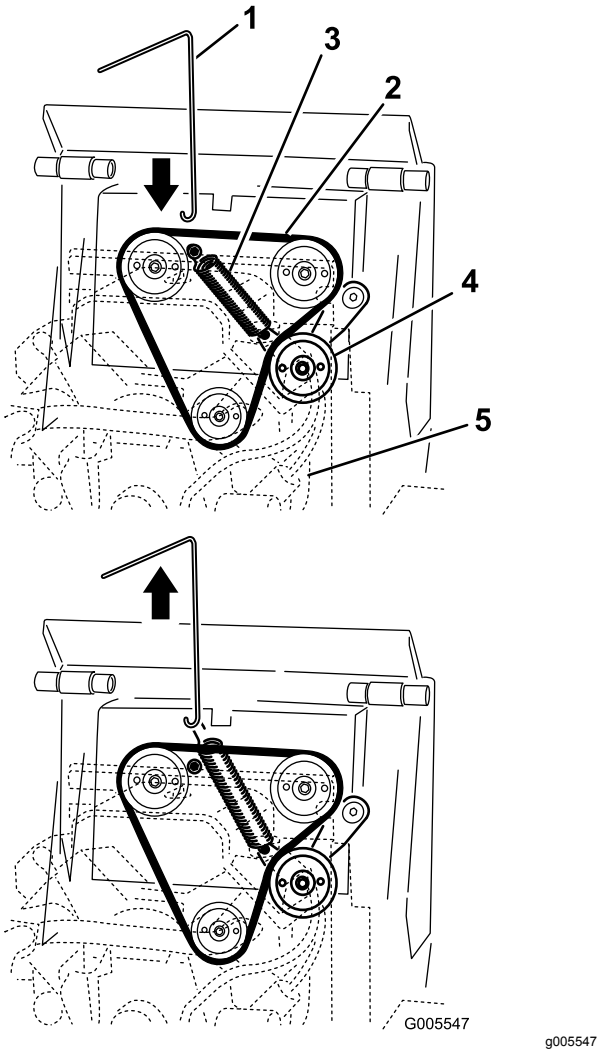

Figuur 52
4. Sluit de haak van de veerverwijderaar aan op de haak van de spanpoelieveer en maak de veer los zoals afgebeeld in Figuur 52.